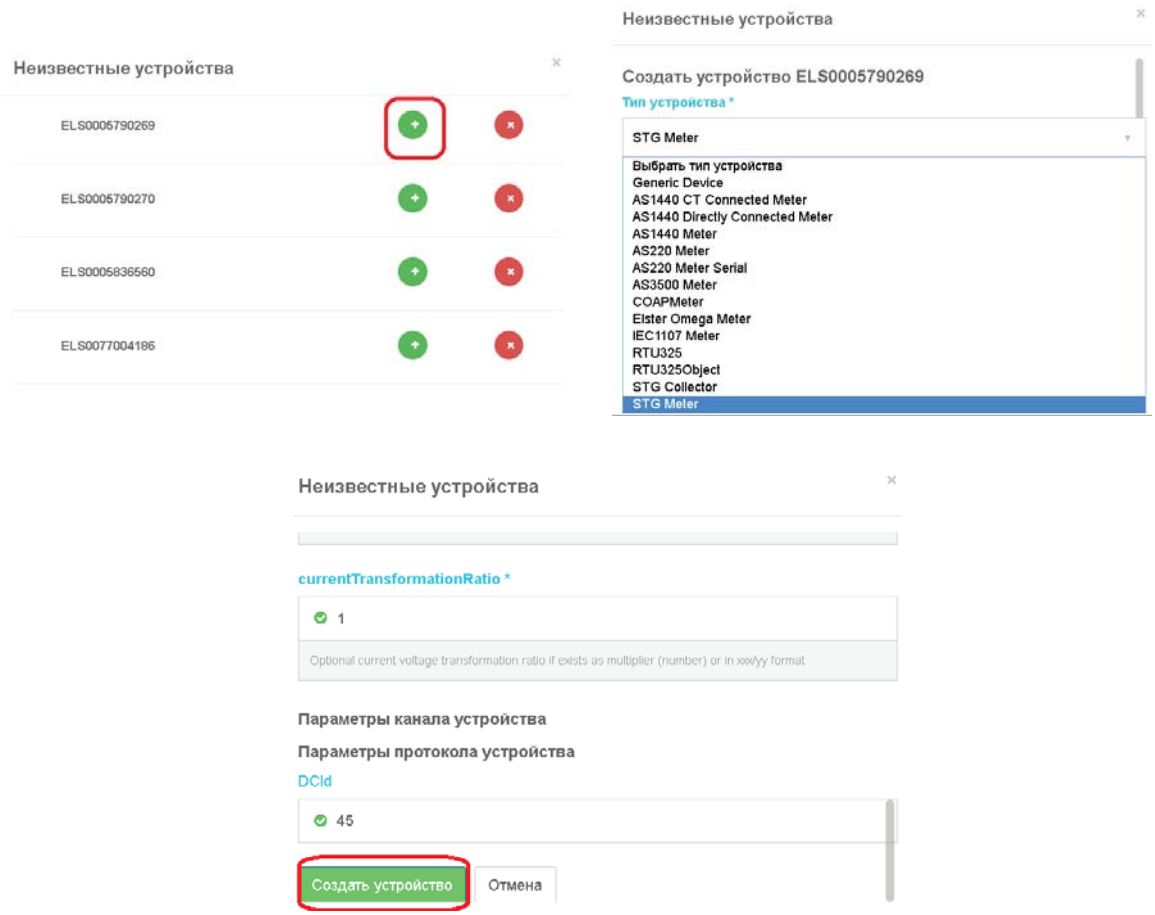

Рис. 18 Создание устройства на странице УСПД
- 3.1. При нажатии на кнопку на кнопку с количеством неизвестных устройств выбрать прибор учета для создания и нажать на «+», после чего выбрать тип устройства «STG Счетчик» (для счетчиков, читаемых через «STG Концентратор») и нажать «Создать Устройство», см. Рис. 18.